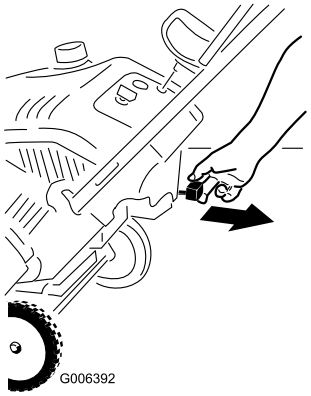
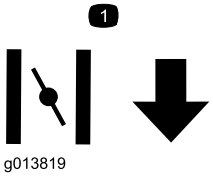

Figure 14
Figure 15
2. Tirez la manette de starter (Figure 14 et Figure 15).